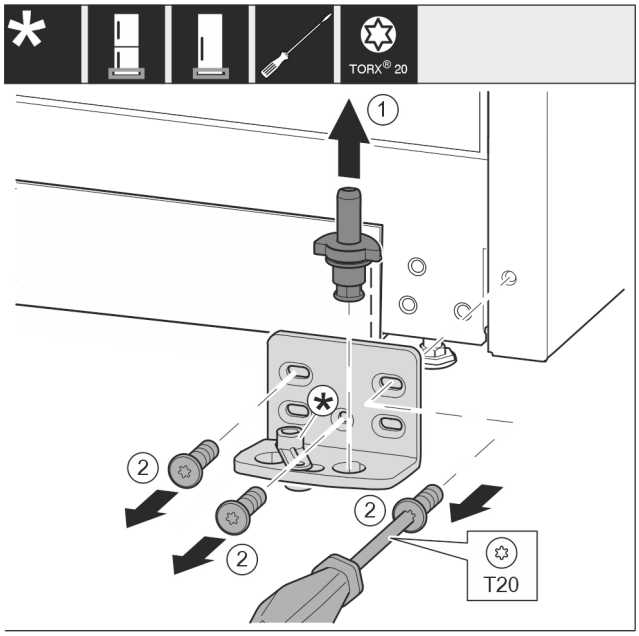

Fig. 12
- ▶ Pull the bearing bolt *Fig. 12 (1)* out upwards completely.
- ▶ Use screwdriver to unscrew the screws *Fig. 12 (2)* and remove the swap bearing block.